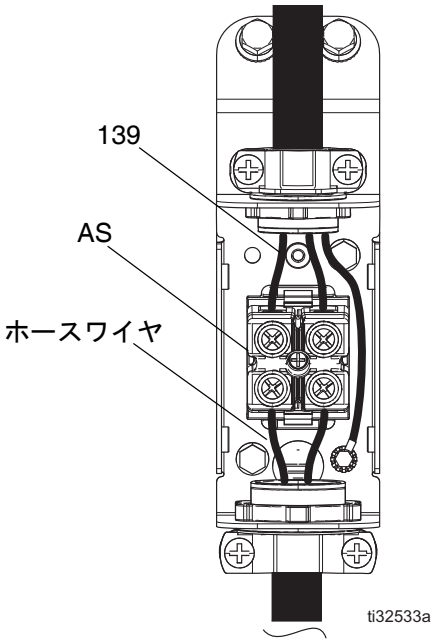

図 70
2. ボルト (68) を緩め、ドアを上に持ち上げて、電気エンクロージャーのドア (173) を開きます。
3. 回路ブレーカー CB5 を OFF にし、ホース電気配線ボックスの中のホース配線を取り外します。71 ページの 図 70 を参照してください。
b. 導通が存在する場合、電気配線ボックスの中のホース配線を再度接続します。71 ページの 図 70 を参照してください。ブレーカー CB5 を作動させます。電気エンクロージャのドア (173) を閉めて、ボルト (68) を締め付けます。